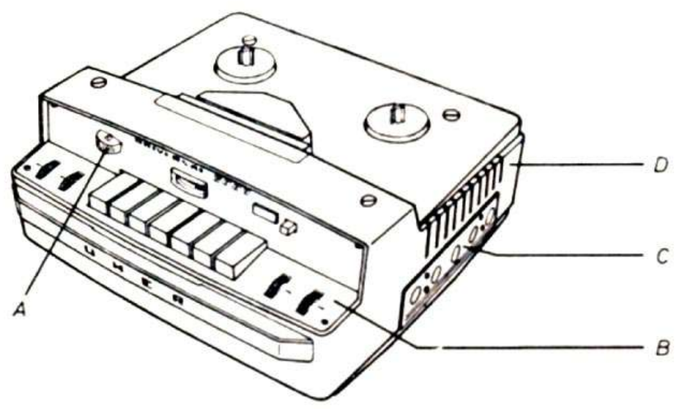

Fig. 1
1.1 Antrieb (siehe Abb. 1, 2 und 3)
a) Gehäuse gemäß Abb. 1.
1.1 Transport Mechanism (see Figs. 1, 2 and 3)
a) Case according to Fig. 1.
1.1 Entrainement (voir fig. 1, 2 et 3)
a) Boitier selon fig. 1.